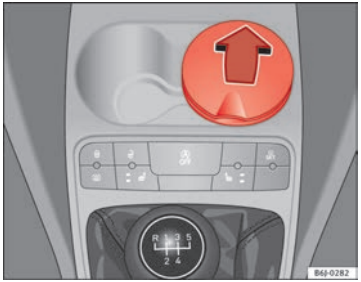

Fig. 88 Front ashtray
– To open the ashtray, lift the cover ⇒ Fig. 88.